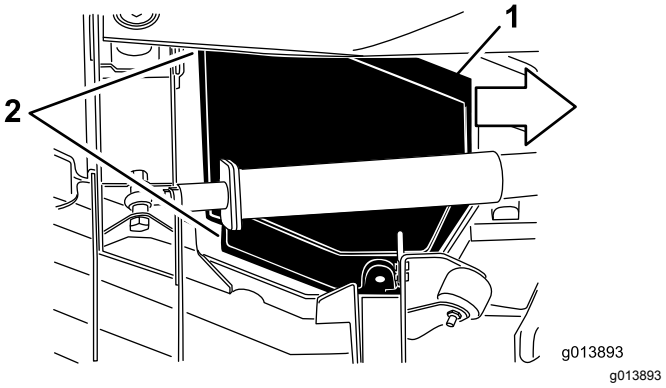

Figur 84
5. Mens du løfter dekselet, skyv det mot trekkenheten omtrent 2,5 cm for å løsne den ytre dekselkanten fra klippeenheten (Figur 84).